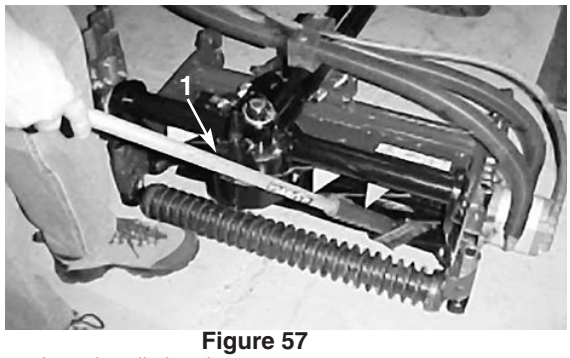

Figure 57
8. Apply lapping compound with a long-handle brush (Toro Part No. 29-9100). Never use a short-handled brush (Fig. 57).